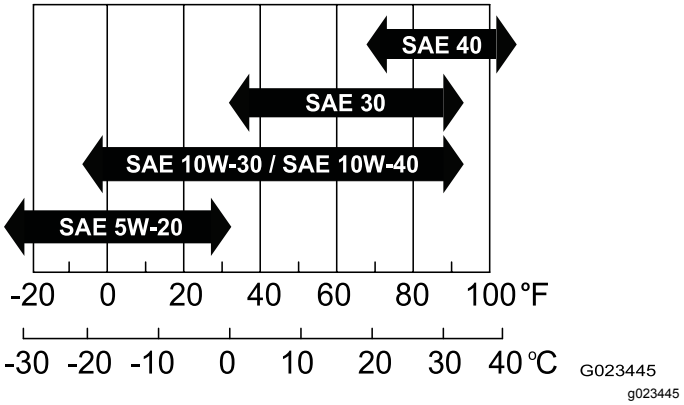

Figuur 13
- **Viscositeit:** SAE 30; raadpleeg de volgende tabel voor andere viscositeitsgraden (Figuur 13):